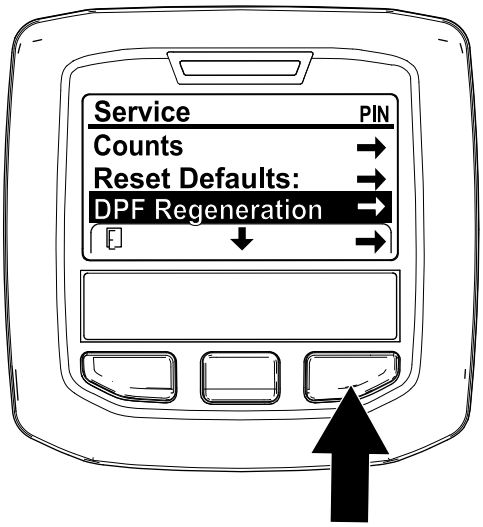

Figuur 37
1. Ga naar het onderhoudsmenu en druk op de middelste knop om naar de optie DPF REGENERATION te gaan (Figuur 37).
2. Druk op de rechterknop om de optie DPF Regeneration te selecteren (Figuur 37).